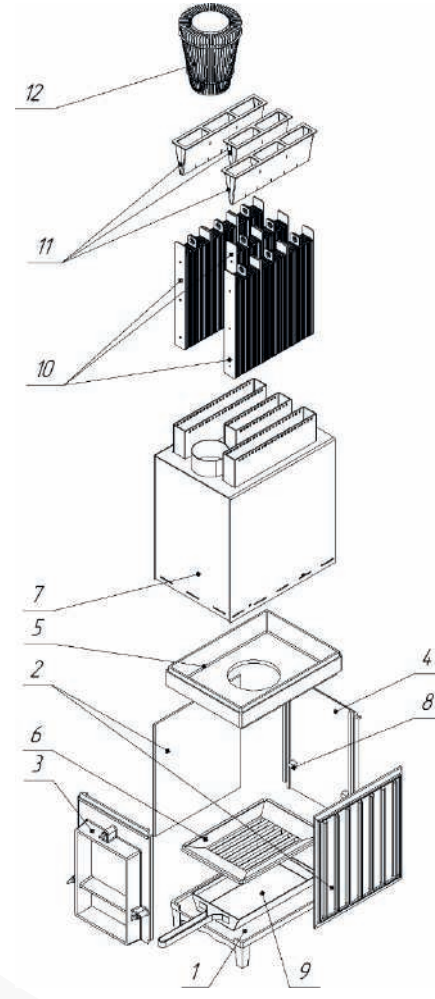
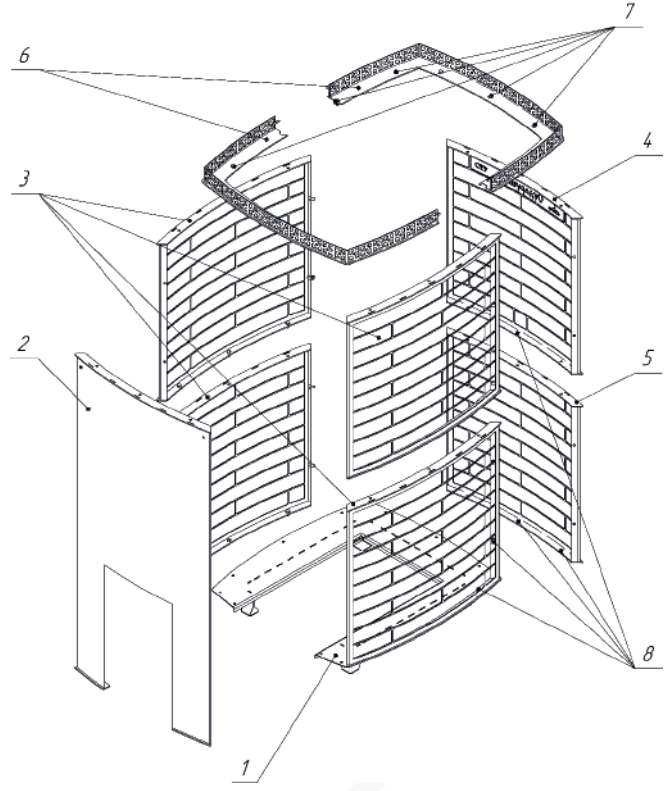
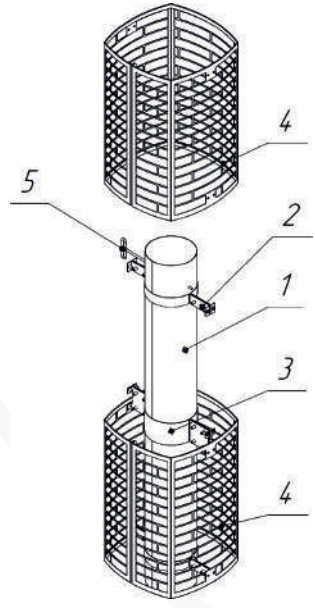

Рис. 14 Схема сборки топочного агрегата печи Сударушка Чистопар.
Рис.19 Схема сборки декоративно защитного ограждения печи Сударушка Чистопар
Рис.20 Схема сборки декоративно защитного ограждения дымохода Сударушка Чистопар
2.3.4.2 На подготовленном месте в парной установить основание поз.1 рис.14.
2.3.4.3 В пазы основания установить боковые стенки поз.2 рис.13, затем переднюю поз.3 рис.14 и заднюю поз.4 рис.14. Приливы поз.8, рис.14 на задней стенке должны быть расположены внизу.
2.3.4.5 Установить крышку топки поз.5 рис.14.
2.3.4.6 Установить емкость для жароаккумуляторов поз.7 рис.14 на крышку топки поз.5 рис.14.
2.3.4.7 Установить блоки жароаккумуляторов поз.10 рис.14 в специальные отделения (3 блока - в правый и левый отсек, 2 блока – в центральный).
2.3.4.8 Установить воронки для подачи воды поз.11 рис. 14.
2.3.4.9 Установить радиатор поз.12 рис.14 (в комплект поставки не входит, приобретается отдельно) на патрубок емкости для жароаккумуляторов.
2.3.4.8 Установить в подколосниковое пространство зольный ящик поз.9, рис.14.
2.3.9.1 Установить основание поз.1 рис.19 под топочный агрегат печи до упора в ножки его чугунного основания поз.1 рис.14.
2.3.9.2 Собрать нижний ярус ограждения, поочередно соединив стенки поз. 2,3,5 рис.19 гайками (поставляются в комплекте) к резьбовым крепёжным элементам поз.8 рис.19 в боковых гранях стенок.
2.3.9.3 Установить собранный нижний ярус декоративно защитного ограждения на основание поз.1 рис.19. Крепёжные элементы в нижних планках стенок поз.2,3,5 должны попасть в отверстия основания поз.1 рис.19, зафиксировать гайками.
2.3.10.1 Установить декоративно защитное ограждение дымохода рис.20 на радиатор поз.12 рис.14 топочного агрегата печи Сударушка Чистопар, разместив его так чтобы вертикальный стык ограждения располагался со стороны тоннеля печи (передней стенки поз.3 рис.14) или со стороны задней стенки поз.4 рис.14 при использовании короткого топливного тоннеля КТК рис.7.
2.3.10.2 Определить ориентацию ручки заслонки поз.5 рис.20 для удобного ее использования в процессе эксплуатации.
2.3.10.3 На трубу дымохода поз.1 рис. 20 установить хомуты поз.2, располагая их на расстоянии 50-60мм от нижнего края трубы затянуть хомуты поз. 2 между собой винтами.
2.3.10.4 У становить декоративно защитный кожух поз.4 рис.20 совместив нижние отверстия в кожухе с отверстиями хомутов поз.2 рис.20.
2.3.10.5 Установить хомуты поз.3 рис.20 на трубу дымохода поз.1 рис.20, совместив верхние отверстия кожуха поз.4 рис.20 с нижними отверстиями хомутов поз.3 рис.20
2.3.10.6 Произвести сборку второго яруса ограждения аналогично первому, совместив нижние отверстия кожуха поз.4 рис.20 с верхними отверстиями хомутов поз.3 рис.20.
2.3.10.7 Установить хомуты поз.2 рис.20 совместив с верхними отверстиями кожуха поз.4 рис.20.